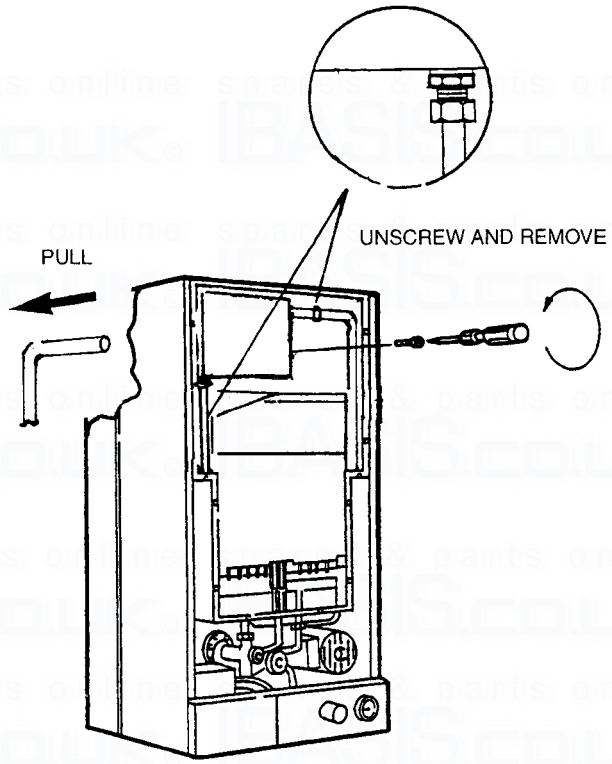

Fig. 54
7.6.5.4 Disconnect 4 unions for the heating water pipelines (Fig. 54) and remove the two short pipes.
7.6.5.5 Remove screw holding heat exchanger to chamber. Disconnect condensing discharge pipe by pulling off the pushfit connector at top rear of boiler (Fig. 54).